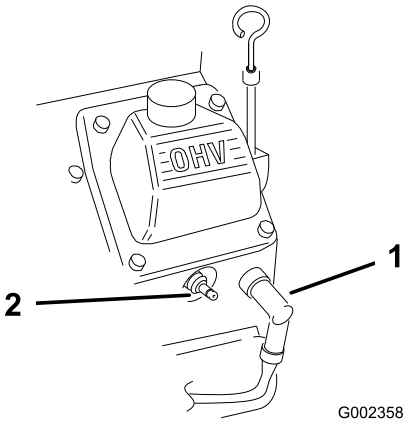

Figur 25
2. Kobl tændrørskablerne fra tændrørene (Figur 25).